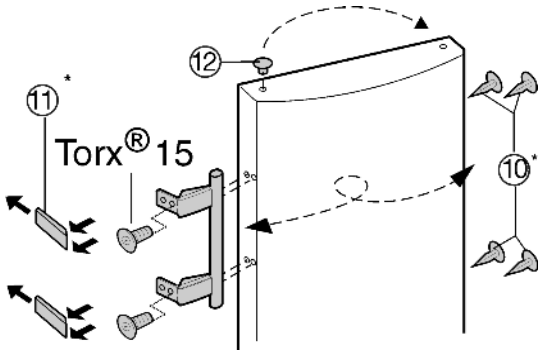

Fig. 6
- Zátky *Fig. 6 (12)* vyjměte z pouzdra ložisek dvířek a přemístěte je.
- Madlo dveří, zátky *Fig. 6 (10)* a krycí destičky *Fig. 6 (11)* odmontujte a přemontujte na protější stranu.